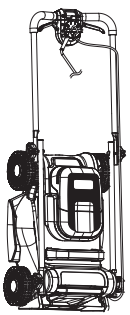

Fig. 21
- Guarde o corta-relva numa posição plana ou na vertical (Fig. 21).